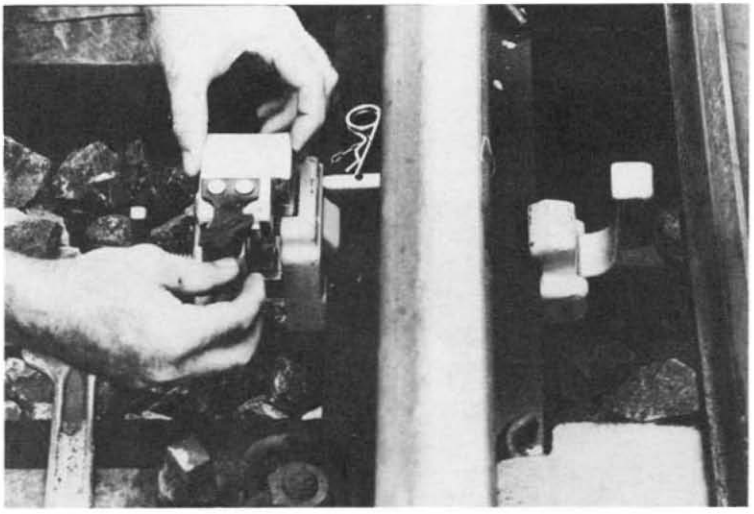

Bild 9
i) Schlüssel in die Sperrvorrichtung einstecken, nach links drehen und die Sperrvorrichtung in den schwalbenschwanzförmigen Einschnitt des äußeren Verschlußklobens einschieben (vgl. Bild 9). Schlüssel nach rechts drehen. Stellung des Handrades ggf. etwas korrigieren, damit der Schließriegel sperrend in das Handrad eingreift und Schlüssel abziehen.